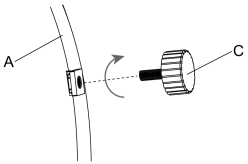

Figura 1
2. Con la ayuda de otra persona, coloque con cuidado la mesa de fuego (A) de lado sobre una superficie plana no abrasiva para evitar arañazos, compruebe las cuatro esquinas de la base de la mesa de fuego, alinee el patín de apoyo (C) con el orificio del tornillo y atorníllelo en el sentido de las agujas del reloj (véase Figura 1).